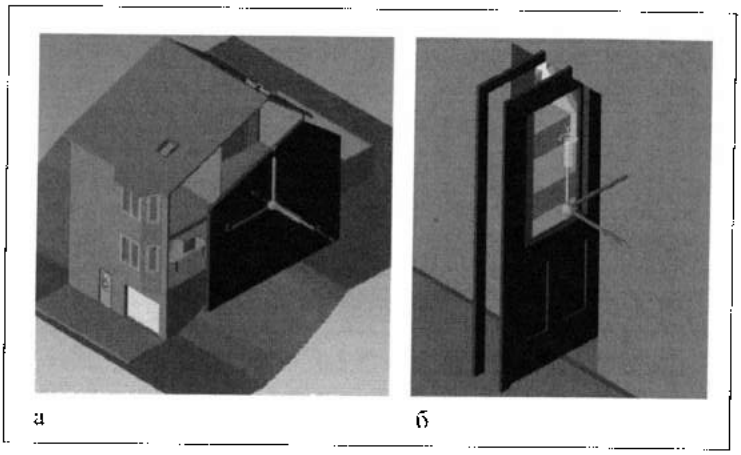

Рис. 30.8. *Сдвиг (а) и поворот (б) элемента модели*
3. Сдвинуть или повернуть выбранный элемент, как это было описано выше при сдвиге и повороте секущей плоскости (рис. 30.8).